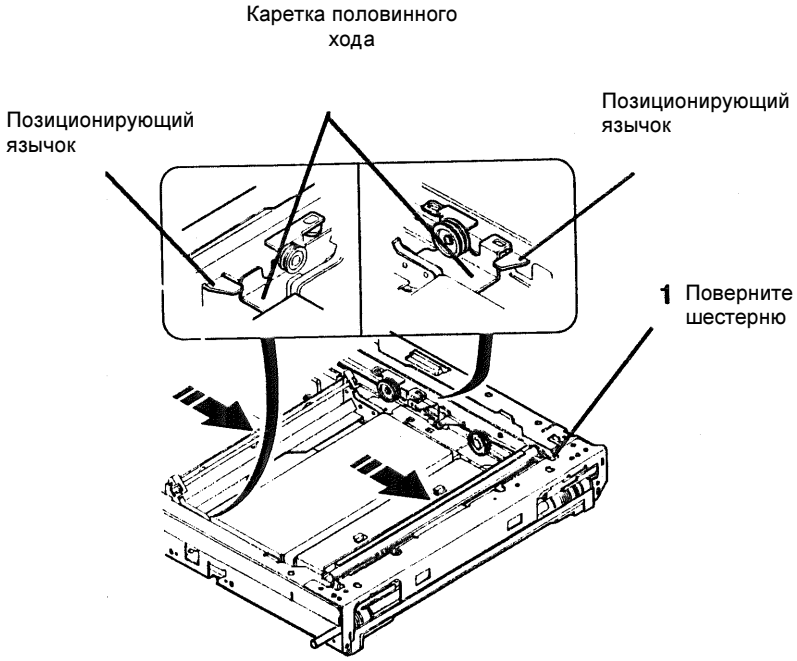

Рисунок 4. Проверка контакта каретки половинного хода
3. (Рисунок 4): Поворачивайте шестерню привода сканирования, пока каретка половинного хода не коснется позиционирующих язычков.